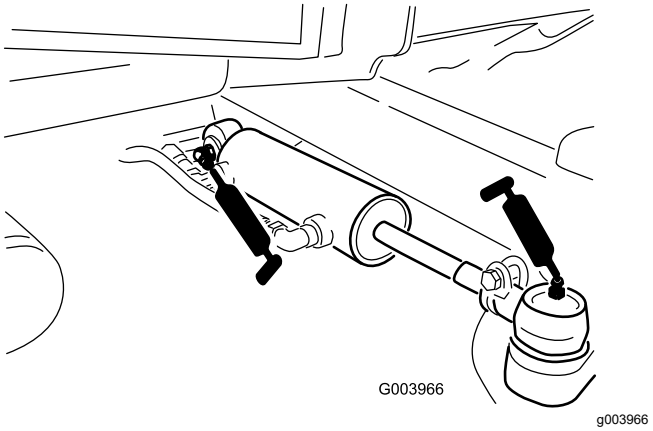

Figuur 76
- Kogelverbindingen van stuurcilinder (2) (Figuur 76)